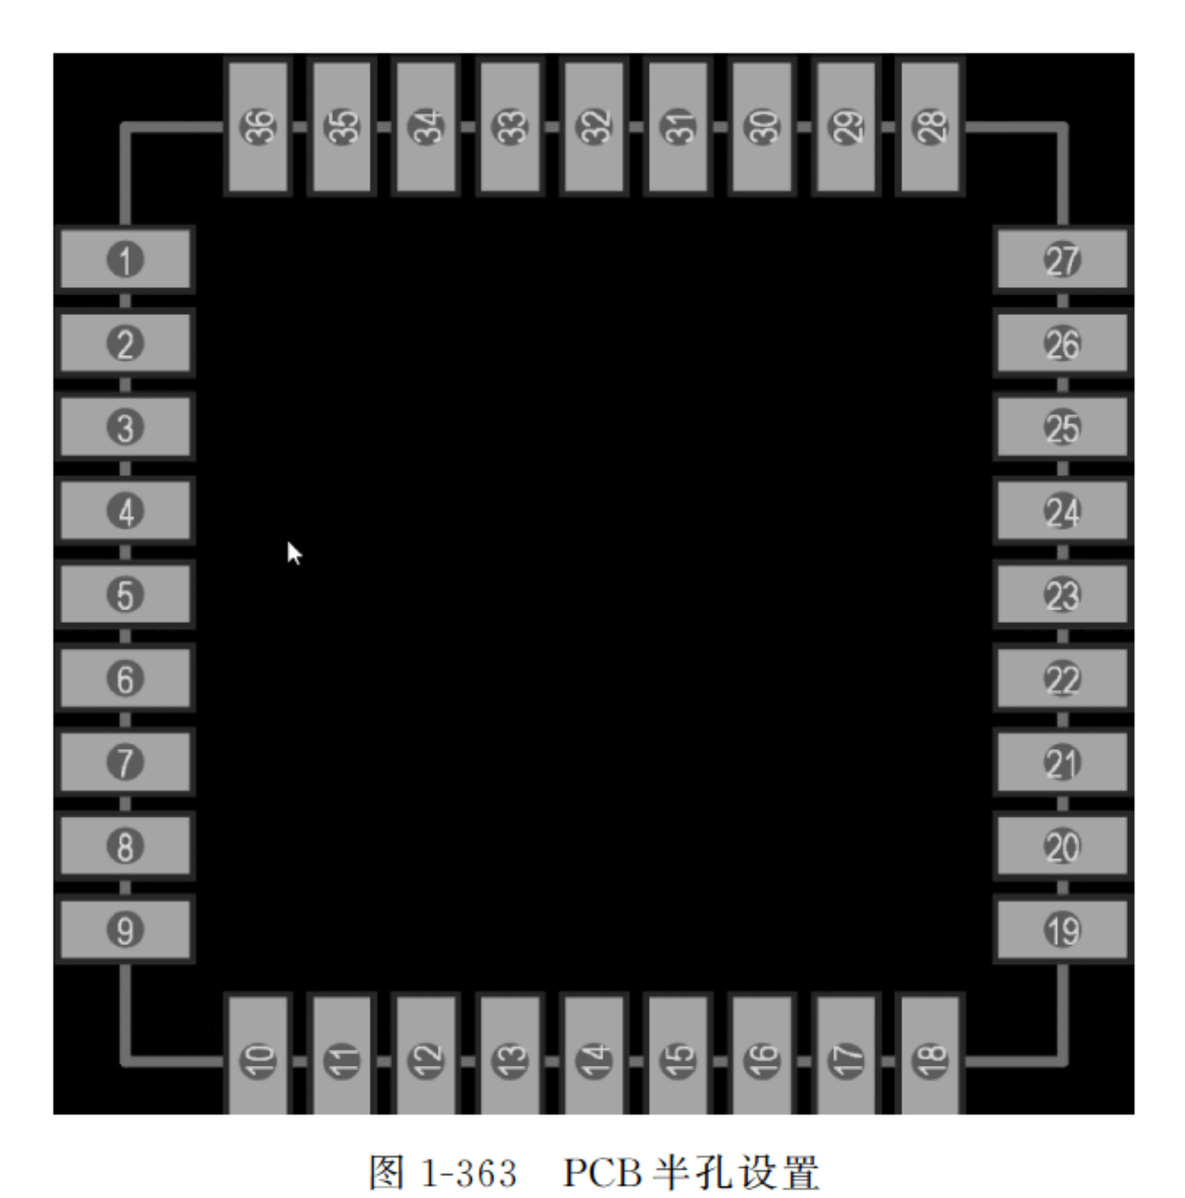

图 1-363　PCB 半孔设置
(2) 焊盘的定位,其方法与绘制 PCB 封装时快速定位焊盘位置的方法一致,这里就不再赘述,完成后的 PCB 半孔如图 1-363 所示。